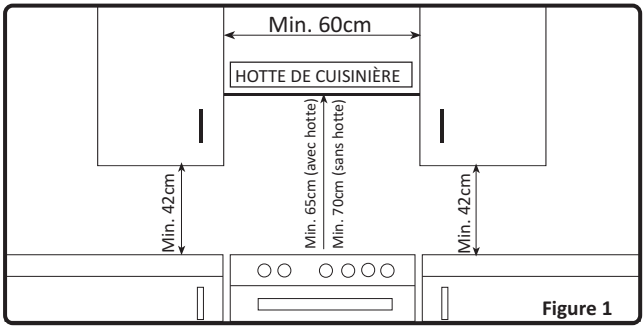

Figure 1
- La cuisinière peut être placée près d'un autre meuble, mais veillez à ce que la hauteur des meubles environnants ne dépasse pas la hauteur de la cuisinière (voir figure 1).
- La hauteur minimum entre le plan de cuisson et la hotte (ou les éléments muraux) est indiquée la figure 1. La hotte d'évacuation doit être située à au moins 65cm du plan de cuisson. S'il n'y a pas de hotte, la hauteur du meuble situé au-dessus du plan de cuisson ne doit pas être inférieure à 70cm.